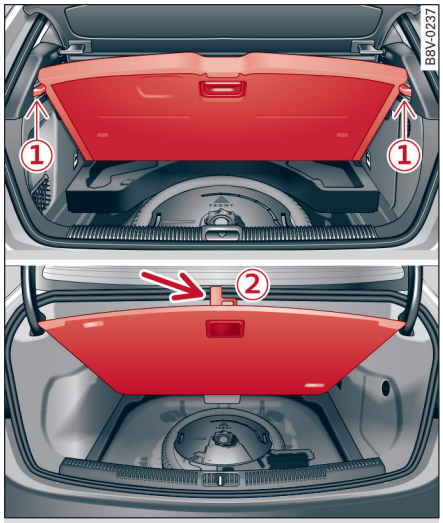

图 220 行李箱：翻起的地板（上面为 A3 Sportback，下面为 A3 豪华型车）
▶ A3 Sportback：抓住塑料把手 Ⓒ 抬起行李箱地板，直到其自动夹在两个侧围板上的定位凸缘后 ⇨ *图 220*。
▶ A3 高级轿车：将塑料钩挂到行李箱密封件上 ⇨ *图 220*（下图）。